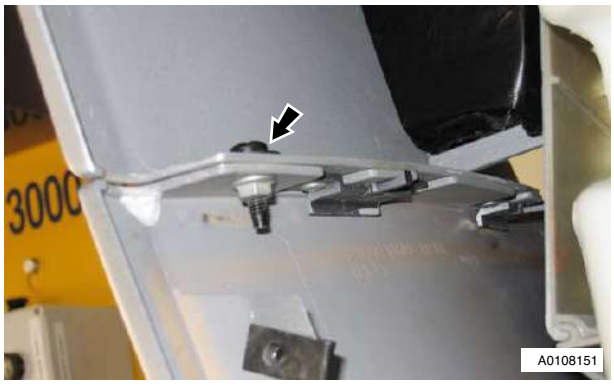

Figure 6
10. Remove nut and bolt, wing to sill (see Figure 6).